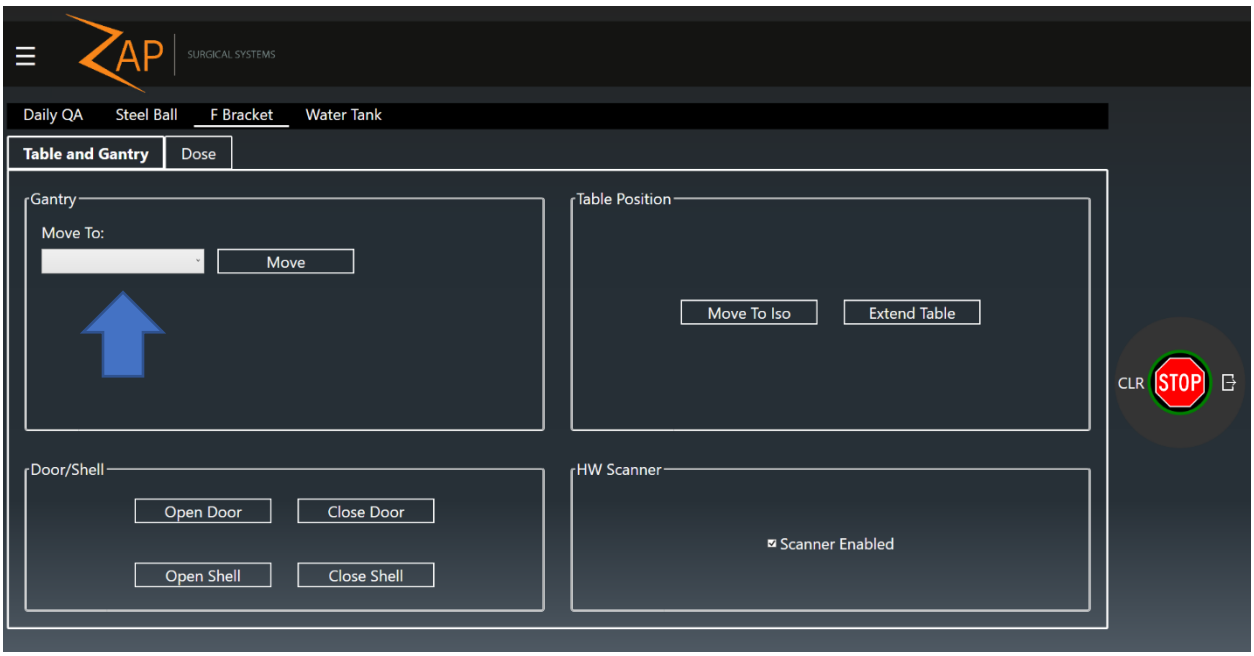

Figure 3-11 Page F Bracket, onglet Table and Gantry. La flèche met en surbrillance la sélection de la position souhaitée du portique.
3. Vérifiez que le système est à la position de départ sinon, cliquez sur l'icône **Daily QA**. Sélectionnez ensuite la page **F Bracket** et l'onglet **Table and Gantry**. Dans la liste déroulante de **Gantry, Move To:**, sélectionnez Home, puis cliquez sur **Move** (voir Figure 3-11).
3. Vérifiez que le système est à la position Pôle nord sinon, cliquez sur l'icône **Daily QA**. Sélectionnez ensuite la page **F Bracket** et l'onglet **Table and Gantry**. Dans la liste déroulante de **Gantry, Move To:**, sélectionnez **North Pole**, puis cliquez sur **Move** (voir Figure 3-11).
3. Vérifiez que le système est à la position désirée, sinon cliquez sur l'icône **Daily QA**. Sélectionnez ensuite la page **F Bracket** et l'onglet **Table and Gantry**. Dans la liste déroulante de Gantry, Move To:, sélectionnez l'endroit désiré puis cliquez sur Move (voir Figure 3-11).